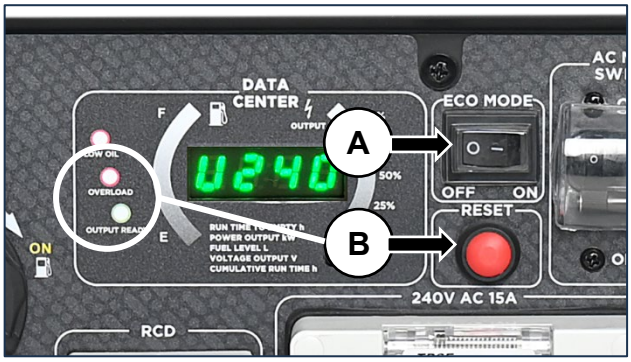

Figure 13 ECO Throttle Switch and Reset Button
To activate ECO mode (see Figure 13, A), push the ECO Throttle Switch to the ON position when powering small resistive loads such as a computer or electric light; the engine speed will automatically be kept to a minimum, thereby reducing fuel consumption and noise.
2. Press the generator reset button (see Figure 13, B) on the control panel until the overload alarm light goes off and the output ready light is illuminated green.